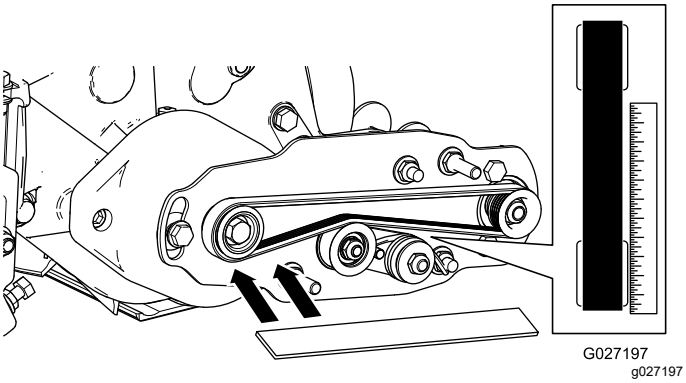

Figuur 18
- Leg een richtliniaal langs het buitenvlak van de **aandrijf**poelie (Figuur 18). Leg de richtliniaal **niet** over beide poelies.